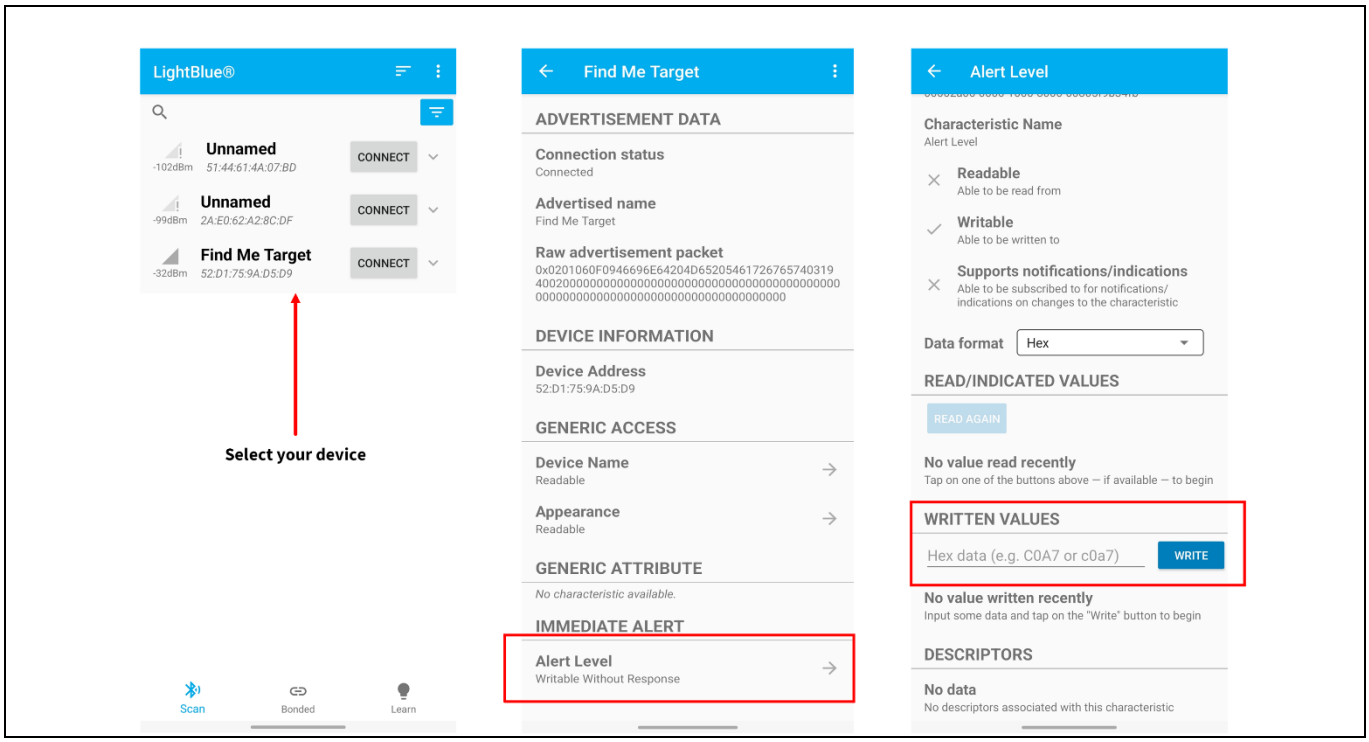

Figure 35　Android 上の LightBlue アプリを使用したテスト
4. LightBlue モバイルアプリを使用してテストするには、以下の手順に従ってください (iOS の場合は **Figure 34**、Android の場合は **Figure 35** の同等の LightBlue アプリのスクリーンショットを参照してください)。